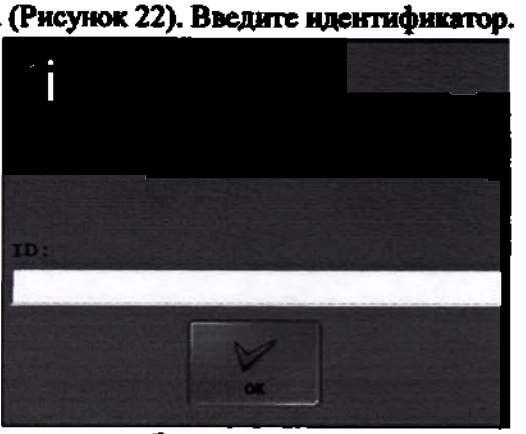

Рисунок 22. Информационное сообщение, появляющееся при нахождении кюветы в положении заполнения образцом
2. Анализатор UriSed mini (УриСед мини) подаст кювету из контейнера в положение заполнения образцом, и выдаст запрос на добавление образца в кювету и ввод идентификатора пациента (Рисунок 22). Введите идентификатор.